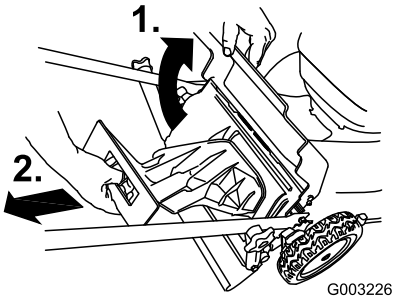

Figur 22
1. Løft bagpladen, og hold den oppe (Figur 22).
2. Fjern bagudblæsningsdækslet (Figur 22).